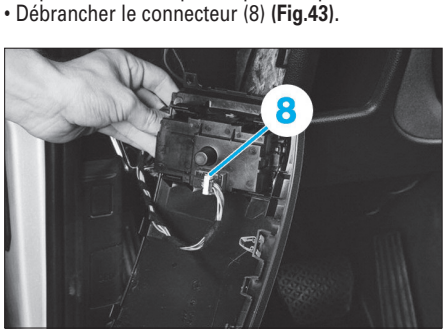

Fig. 43
• Déposer les vis (6) puis déposer le panneau (7).
• Débrancher le connecteur (8) **(Fig.43)**.